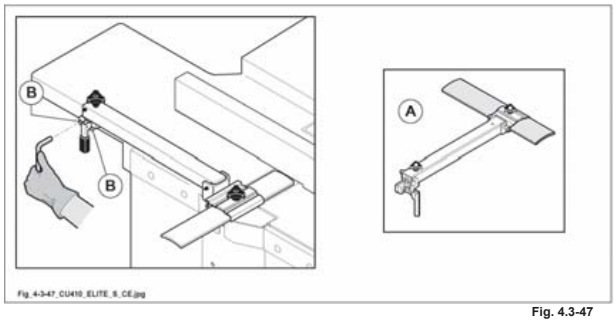

Fig. 4.3-47
Per esigenze di trasporto il ponte (A fig. 4.3-47) viene smontato.
1) posizionare la protezione (A fig. 4.3-47) come da figura.
2) Avvitare le 2 viti di fissaggio attraverso i fori (B fig. 4.3-47).